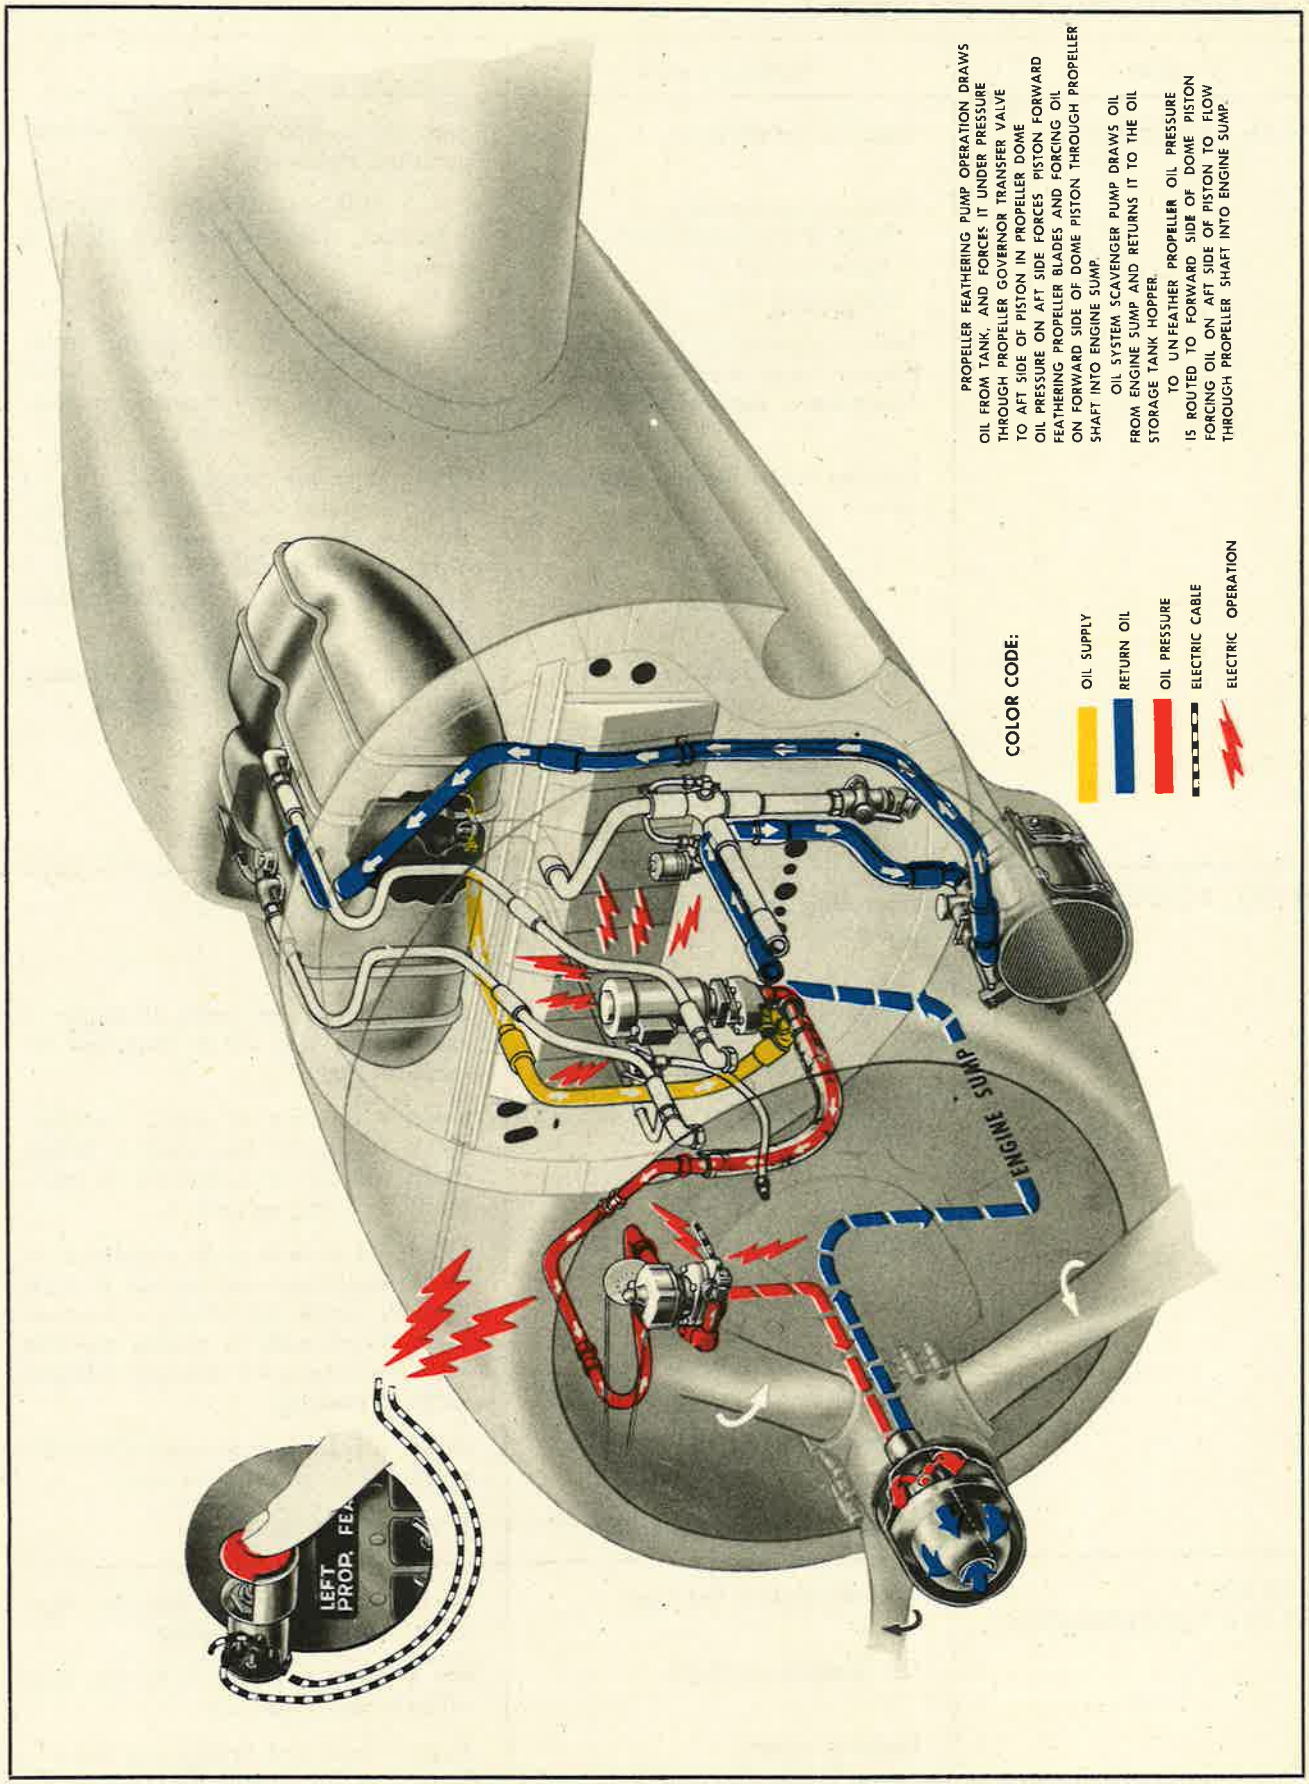

Figure 285—Propeller Feathering Oil System
h. PROPELLER FEATHERING SYSTEM. *(See figure 285.)*—The oil for this system is taken through a fitting on the bottom of the tank. The oil is routed to the propeller governor (constant-speed control) where the pressure is boosted for propeller feathering. For a detailed description of the propeller feathering system see paragraph 7.*c.* and *d.*, this section.